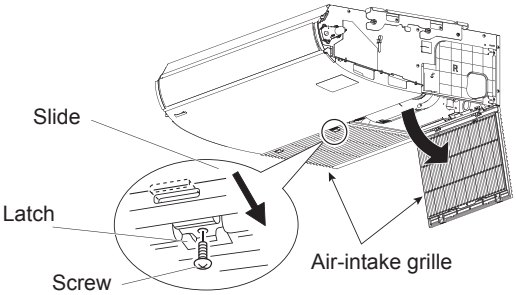

Fig. 3-2-1
(1) Remove the screw, and slide the latch to open the air-intake grille. (Fig. 3-2-1)